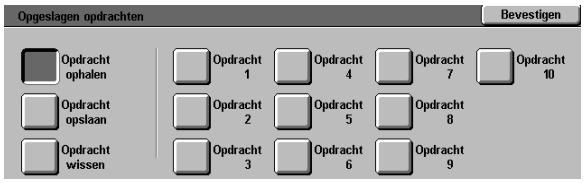

Figuur 4: De optie Opdracht ophalen
1. Het pictogram **Opgeslagen opdrachten** op het tabblad Opdrachtverwerking aanraken voor weergave van het scherm Opgeslagen opdrachten (zie figuur 4).